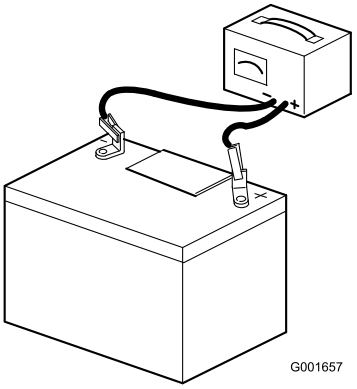

Figur 5
7. Slut en 3-4 ampere batterioplader til batteripolerne (Figur 5). Oplad batteriet ved 3-4 ampere i 4-8 timer.